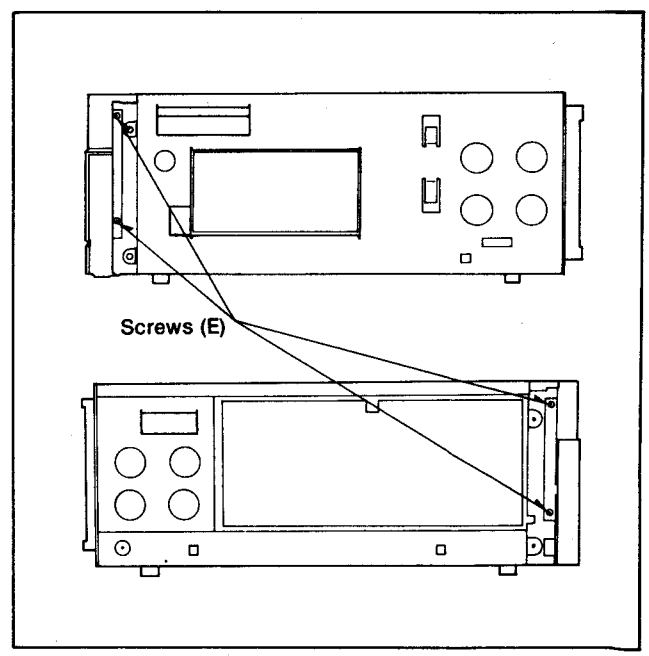
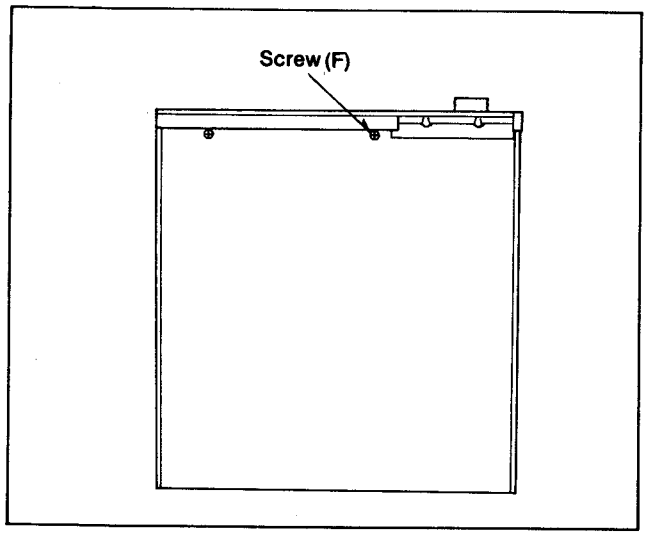

Figure D6
Figure D7
1. Unscrew the 4 screws(E) on the side angles and the screw(F) on the bottom of the Front Panel (Figure D6 and Figure D7).